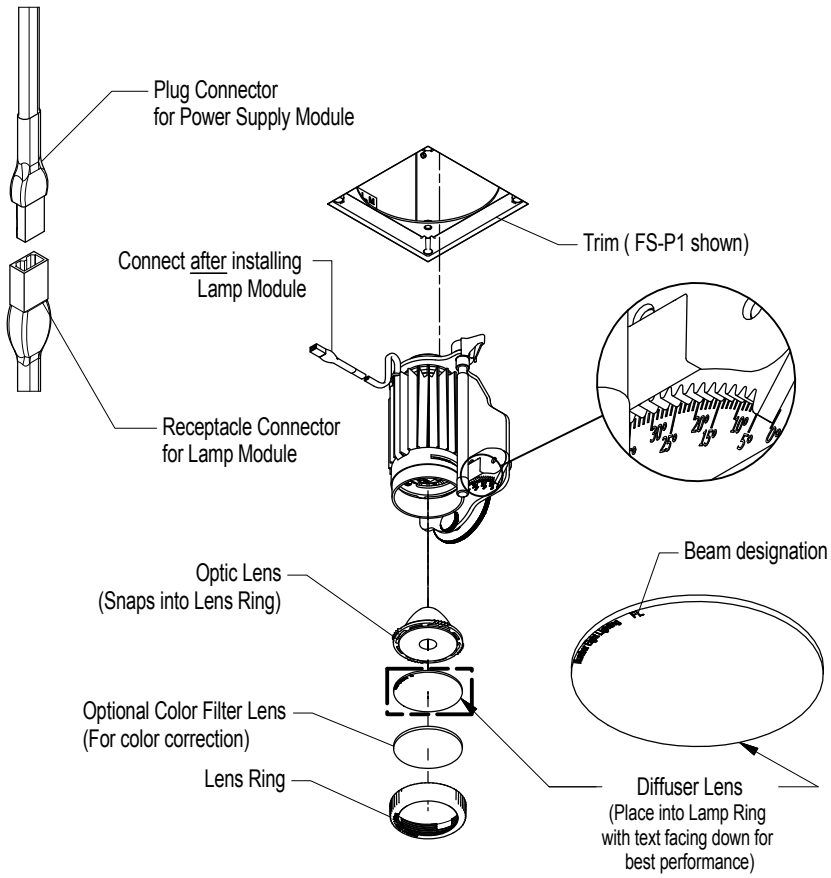

FIG 1.2 Installing Lamp Module J2
Step 2 Insert Lamp Module into housing as shown then adjust to 45° position to expose Bolt. Secure to Housing Center Nut - FIG 1.2 & 1.3.
Step 4 Plug Wire Connector from Lamp Module into Power Supply Module connector. Push wire up inside housing to avoid interference during adjustment - FIG 1.2.
Optional Accessories: Unscrew Lamp Ring to add/ remove accessories - FIG 1.2.